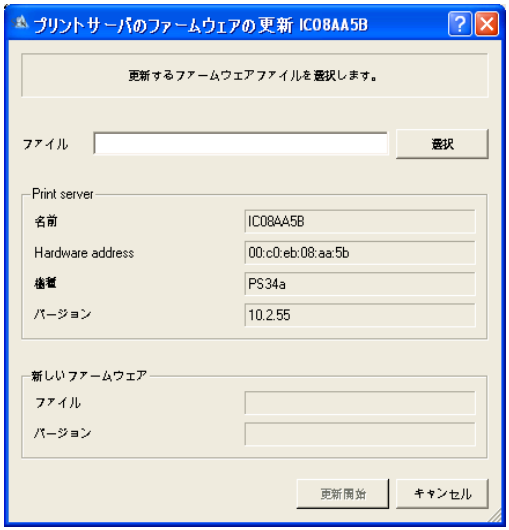

図 22：PRINTSERVER-NetTool
3. メニューバーから、アクション (A) - ファームウェアの更新 (F) - 標準アップデート (S) を選択します。プリントサーバのファームウェアの更新ダイアログが表示されます。参照：図 22 ⇨148